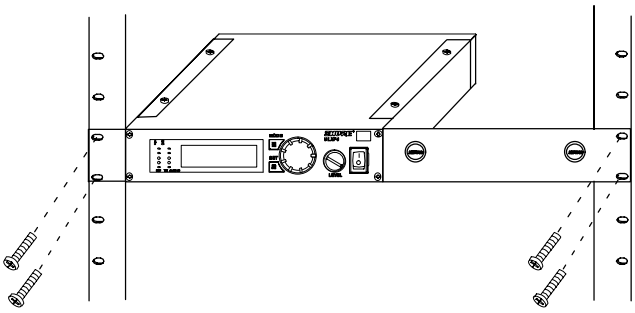

FIGURA 50
3. Posizionate il ricevitore su un rack per apparecchi audio da 19-pollici. Vedi Figura 50.